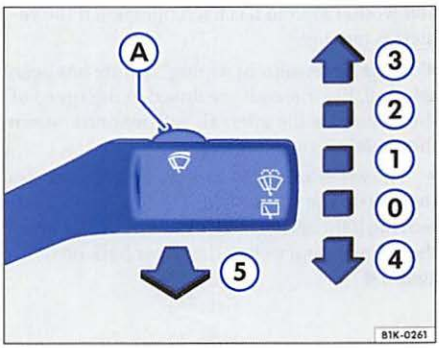

Fig. 44 Windshield wiper and windshield washing lever
The washer and windshield wiper work only when the ignition is switched on. The windshield wiper lever ⇒ fig. 44 has the following settings:
- The previous wiping speed will be automatically selected when the vehicle stops, when wiping speed ⇒ page 49, fig. 44 ② or ③ is selected. The selected wiping speed will resume when the vehicle drives off again.
After the ignition is switched on, the headlights are washed the first time and then every fifth time the windshield washer system is used, when the windshield wiper lever ⇒ page 49, fig. 44 ⑤ is pulled back towards the steering wheel – while the low or high beams are turned on. However, at regular intervals, for example when refueling, stubborn dirt (such as insect remains) should be removed from the headlight lenses.